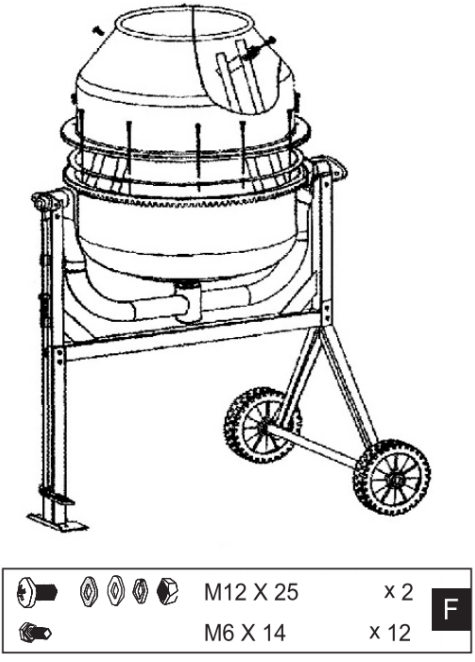

Рисунок 7. Схема встановлення верхньої частини змішувального барабана.
6. Встановити верхню частину змішувального барабана на нижню (рис. 7) через гумову прокладку так, щоб монтажні отвори збігалися, а стрілки напрямку обертання були спрямовані однаково (рис. 7).
7. Встановити верхню частину барабана на нижню через гумову прокладку так, щоб збіглися монтажні отвори й стрілки напрямку обертання (рис. 7) та з'єднати частини барабана болтами.
8. Остаточно зафіксувати змішувальні лопатки болтами в нижній та верхній частині барабана, затягнути нарізні до упору та перевірити надійність затягнення ручним інструментом (рис. 7).